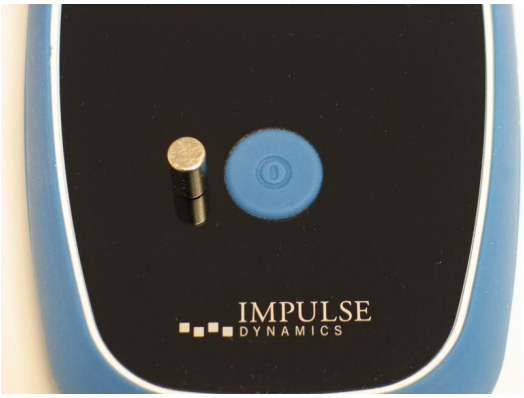

Figura 76: Ímã de pareamento no Carregador Vesta
2. Coloque um ímã de pareamento (ou um ímã de marca-passo padrão) à esquerda do **Botão Liga/Desliga** no carregador Vesta. **Consulte a Figura 76.**